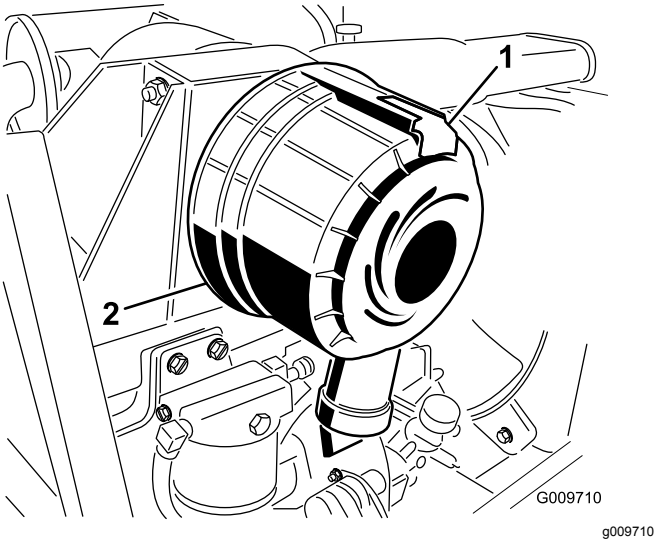

Figuur 82
2. Trek de vergrendeling naar buiten en draai het luchtfilterdeksel linksom (Figuur 82).